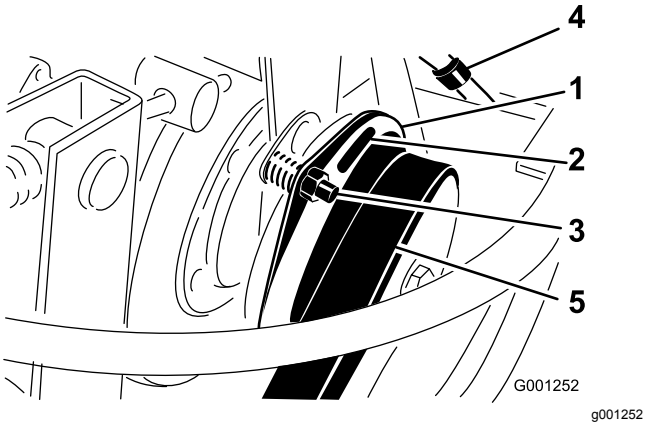

Figur 74
3. Justera luftgapet så att ett 0,4 mm bladstål kan föras in mellan kopplingskanten och friktionsplattan med lätt tryck (Figur 74).
Obs: Du kan minska gapet genom att vrida på justerskruven medsols (Figur 74). Det maximala servicegapet är 0,7 mm. Justera alla tre luftavstånden.